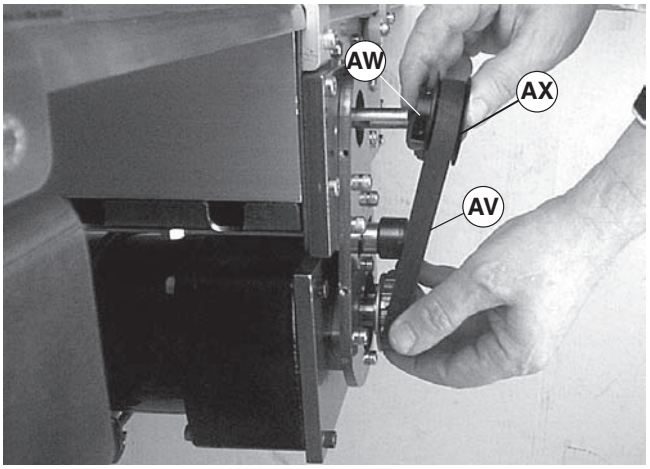

Figure 26
If timing belt (AV) does not slide over pulley flange, loosen driven pulley set screws (Figure 26, item AW) and remove pulley (AX) with belt.